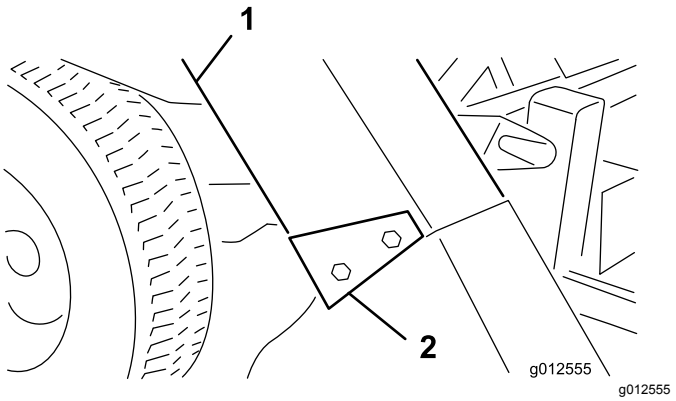

Figure 29
4. Slide the chute over the blower opening and onto the mounting studs (Figure 29).